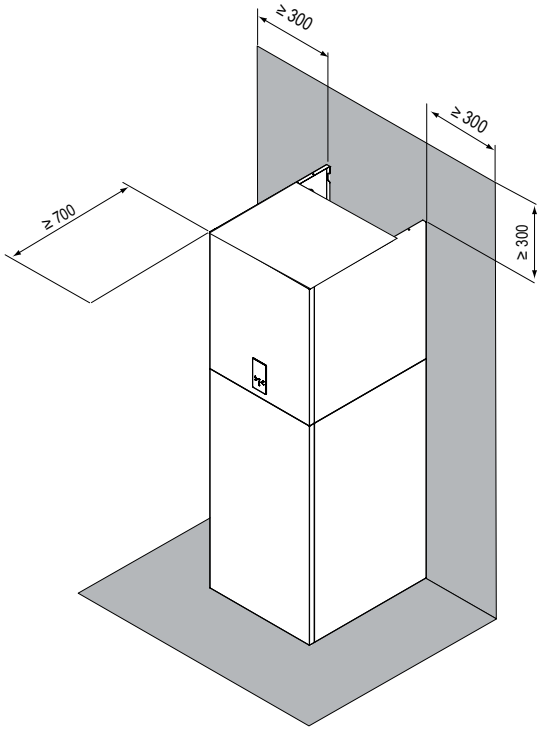

fig. 8 - Área operacional mínima para a unidade interna
- O espaço ao redor da unidade é adequado para a manutenção, ver fig. 8.